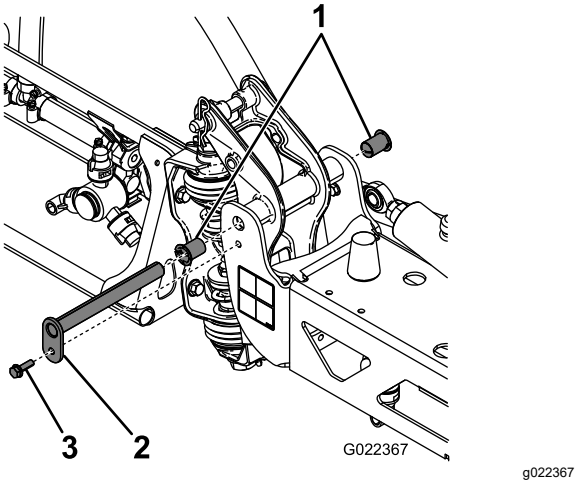

Figur 62
3. När sprutrampens vikt hålls upp tar du bort bulten och muttern som fäster svängtappen på sprutrampsenheten (Figur 62).
4. Lossa skruven och muttern som fäster svängtappen och ta bort tappen (Figur 62).
6. Ta bort nylonbussningarna från fram- och baksidan på tappfästet och undersök dem (Figur 62).
7. Påför en mindre mängd olja på nylonbussningarna och sätt tillbaka dem i tappfästet (Figur 62).
8. Montera sprutrampen och tappfästenheten på mittramen, och se till att hålen kommer i höjd med varandra (Figur 62).